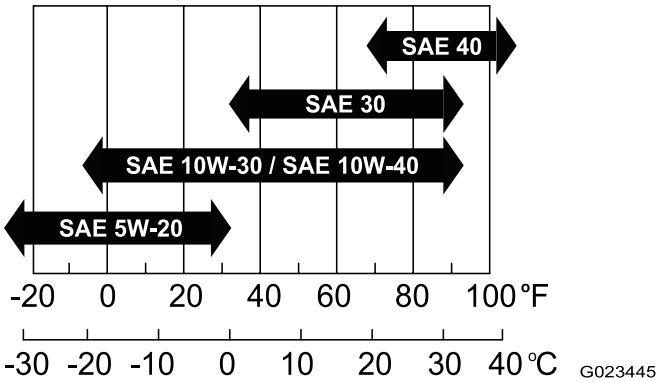

Figuur 38
- **Viscositeit:** SAE 30; raadpleeg de volgende tabel voor andere viscositeitsgraden (Figuur 38):